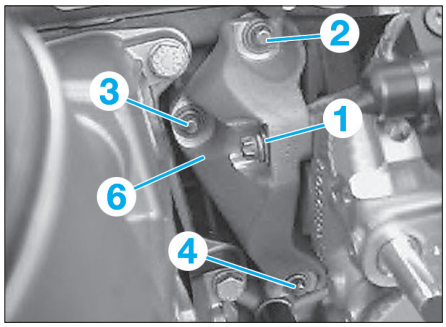

Fig. 60
• Déposer le support de la pompe haute pression (6) dans l'ordre de desserrage indiqué **(Fig.60)**.
• Respecter l'ordre de vissage prescrit lors de la repose du soutien de pompe haute pression **(Fig.60)**.